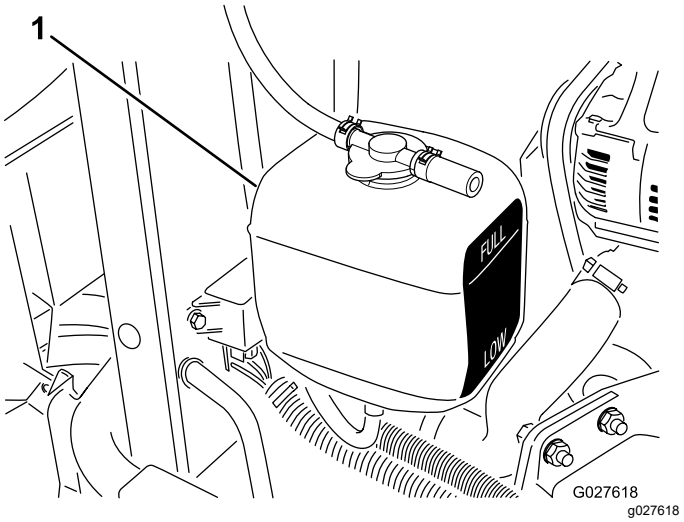

Figuur 77
3. Controleer het koelvloeistofpeil in de expansietank (Figuur 77).